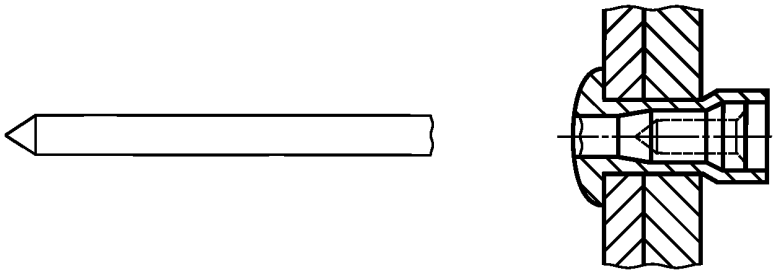

Рисунок 9 — Ступенчатый вытяжной сердечник с заданной точкой разрыва
2.2.1.6 **ступенчатый вытяжной сердечник с заданной точкой разрыва** (multi-grip flush break positive lock pull mandrel): Сердечник, который за счет заранее определенной деформации сердечника и/или тела заклепки повышает сопротивление выталкиванию сердечника и после установки заклепки обрывается в районе головки заклепки (рисунок 9).